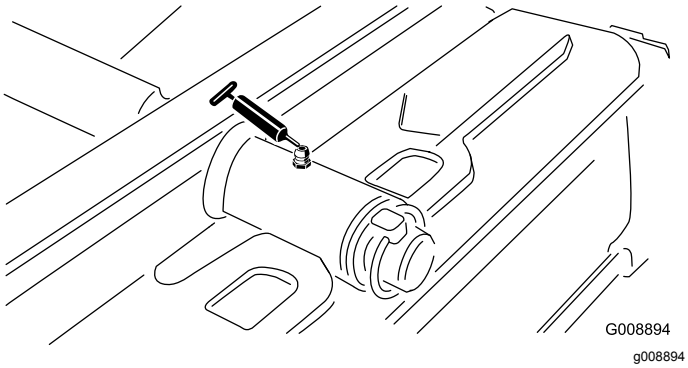

Figuur 49
- Draaipunt van achtermaaidek (Figuur 49)